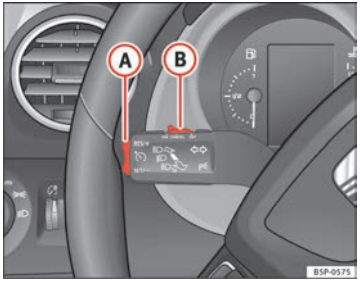

Fig. 156 Turn signal and main beam headlight lever: switch and rocker switch for the cruise control
- when the lever (B) is moved to the position “CANCEL” without reaching the “OFF” position. Once the “CANCEL” operation is completed, the lever is released and returns to its initial position.
To resume the cruise control, release the brake or clutch pedal or reduce the vehicle speed to less than 180 km/h and press once on the upper part of the rocker switch **RES/+** ⇒ fig. 156 (A).